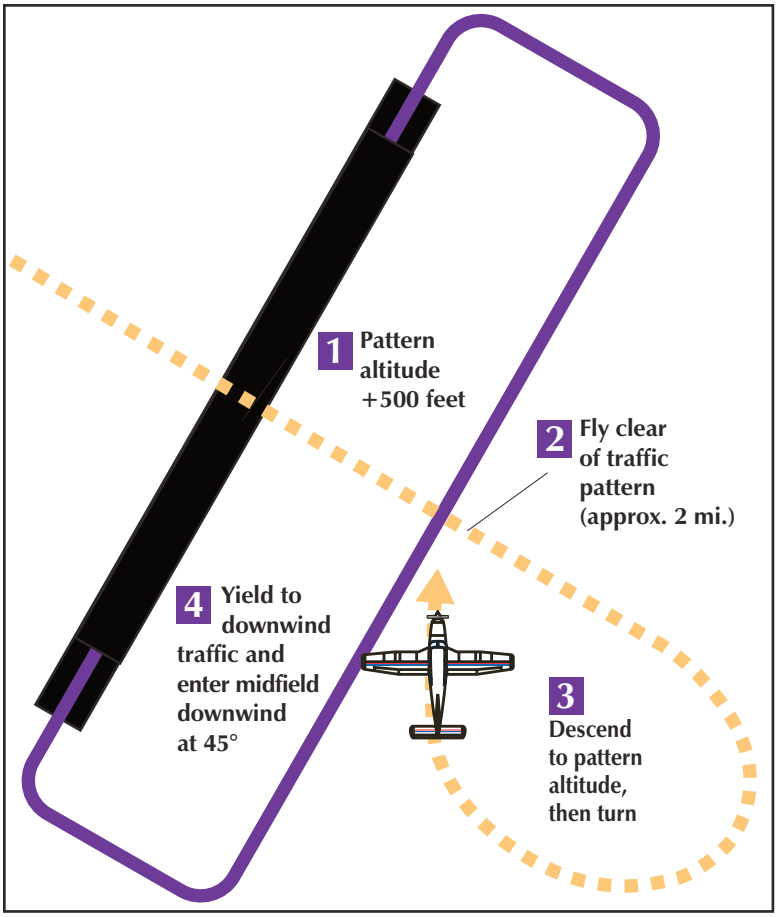

Figure 9. Preferred Entry from Upwind Leg Side of Airport
- One method of entry from the "opposite" side of the pattern is to cross over midfield at least 500 feet above pattern altitude (normally 1,500 feet agl). When well clear of the pattern—approximately two miles—descend to pattern altitude, then turn to enter at 45 degrees to the downwind leg at midfield (see Figure 9).
How do you find the active runway when there are no aircraft in the pattern and no one answers on the CTAF? Overfly the airport at least 500 feet above the traffic pattern, and look for a windsock, wind tee, or tetrahedron. Then fly clear of the pattern, descend to the traffic pattern altitude, and enter the downwind leg as shown in Figure 9.